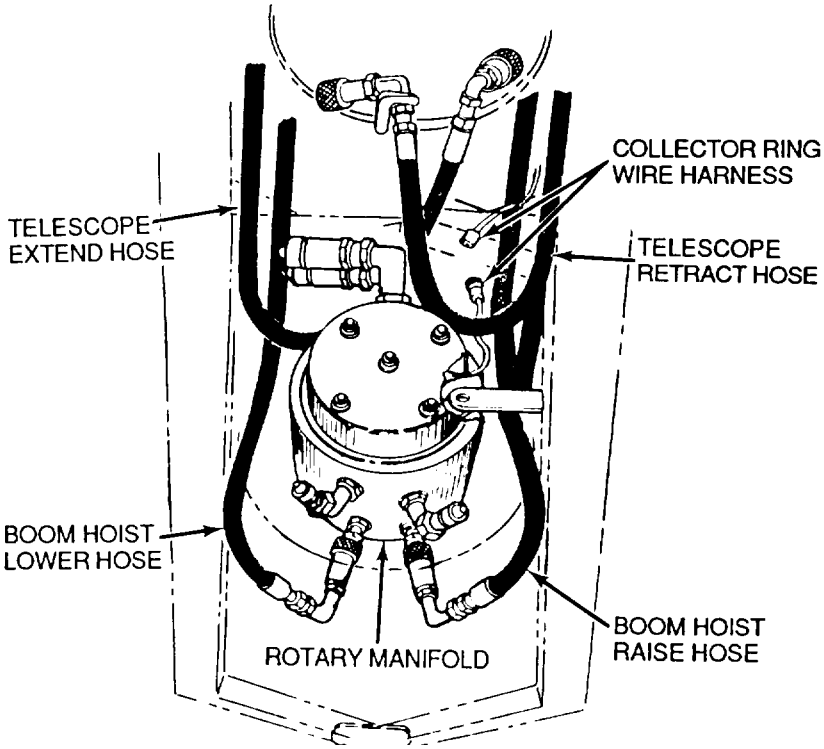

Figure 5-19 *Rotary Manifold Hoses*
a. Disconnect two boom hoist cylinder hoses (Figure 5-19) from manifold. Access is through cutout in front of upperstructure.